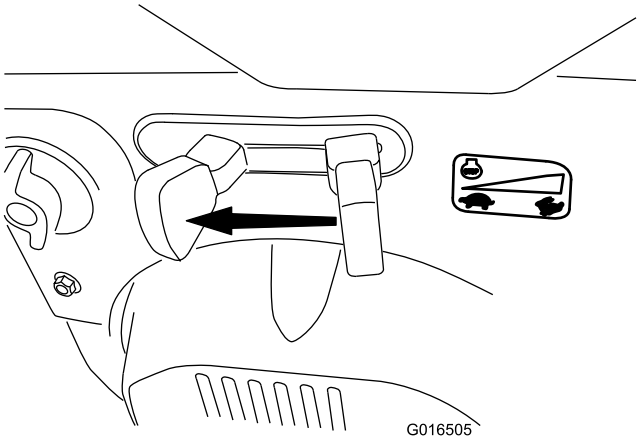

Figur 32
1. Flyt gashåndtaget til positionen Slow (langsom) og dernæst til positionen Stop (Figur 32) for at stoppe motoren. Motoren kan også stoppes ved at trække tændingsnøglen udad til midterpositionen.